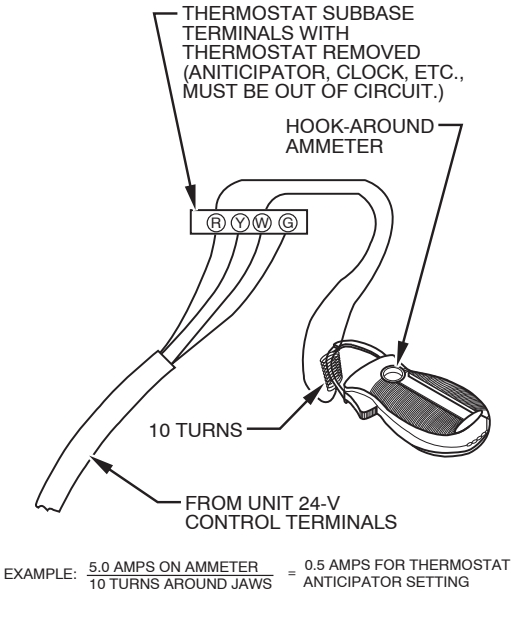

Fig. 54 - Amp. Draw Check with Ammeter
c. Connect an amp. meter as shown in Fig. 54 across the R and W subbase terminals or R and W wires at wall.